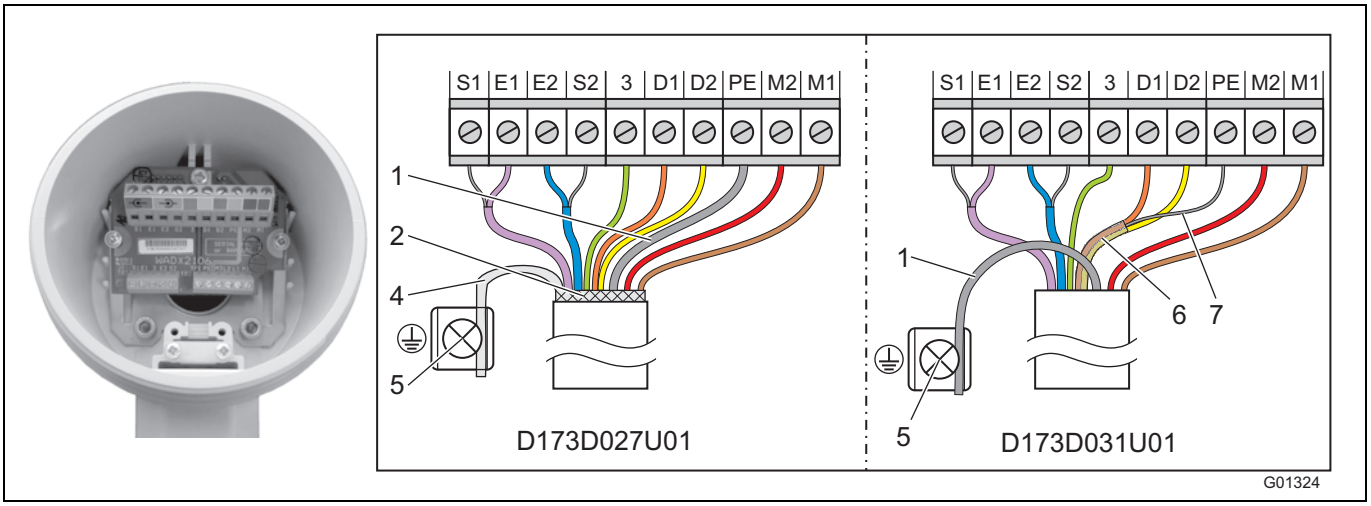

Fig. 34
Fremstil kabelenden på målefølersiden som vist i Fig. 34.
- Tilslut alle andre ledere som vist i Fig. 34.